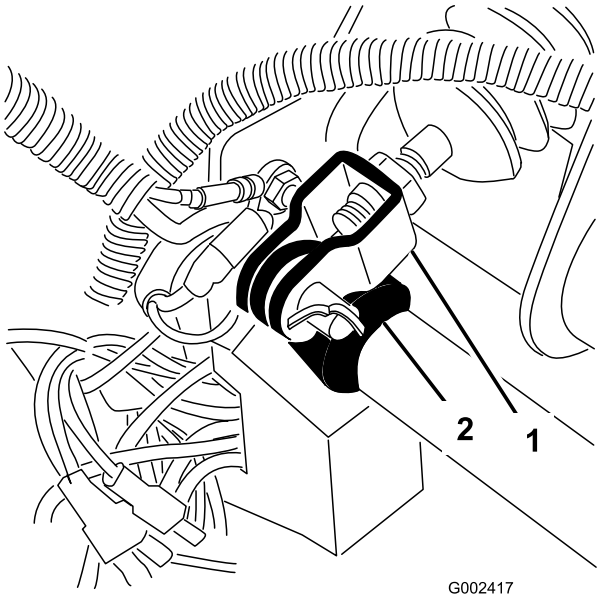

Figur 64
1. Fjern splinten og splittpinnene som fester hovedsylinderkrysshodet til bremsepedaltappen (Figur 64).